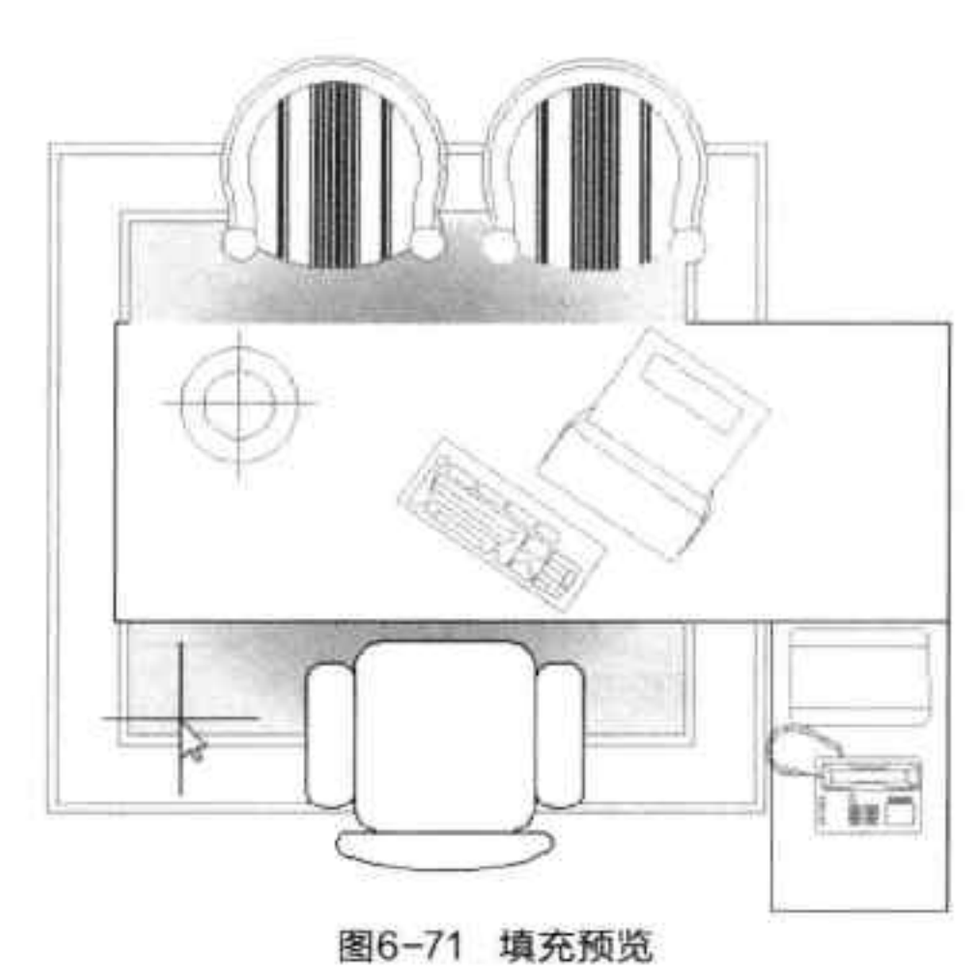

图6-71 填充预览
Step 04 设置完成后，单击“预览”按钮，可进行填充预览，如图 6-71 所示。